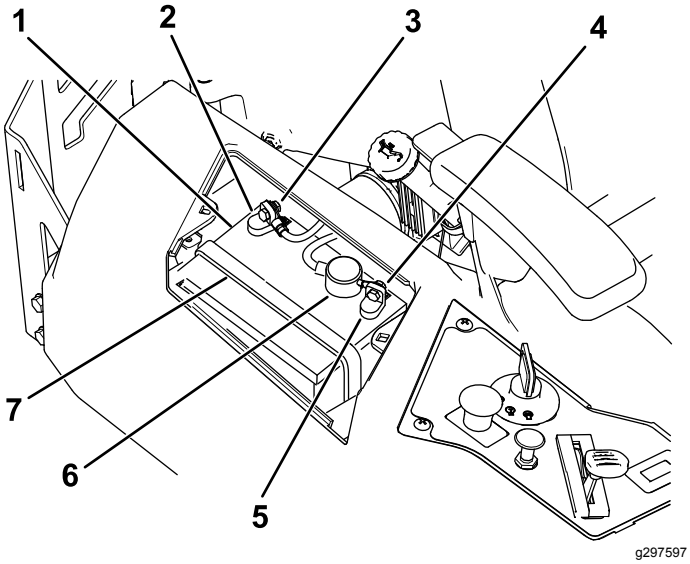

Figure 44
4. Débranchez le câble négatif (noir) de mise à la masse de la borne de la batterie (Figure 44).
6. Débranchez le câble positif (rouge) de la borne de la batterie (Figure 44).
7. Déposez la barrette de maintien de la batterie (Figure 44) et soulevez la batterie de son support.
1. Placez la batterie dans son support (Figure 44).
5. Fixez la batterie en place à l'aide de la barrette de maintien (Figure 44).